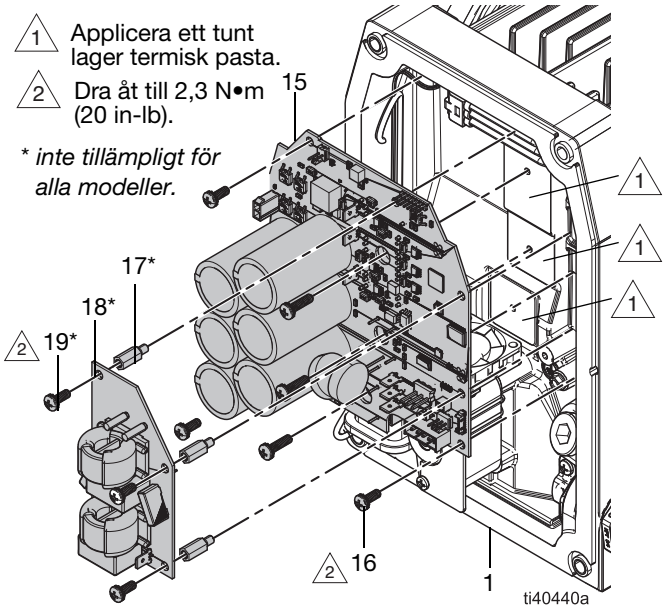

FIG. 11: Styrkort och filterkort
Se FIG. 11.
2. Om det behövs, applicera ett tunt lager termisk pasta där det anges i FIG. 11.
3. Håll ledningarna borta från statorhuset (1) och sätt in styrkortet (15) i statorhuset.
4. Håll styrkortet (15) på plats. Montera samtidigt styrkortets fästanordningar (16). Dra åt till moment 2,3 N•m (20 tum/pund).
5. Om tillämpligt, installera distanser (17), filterkort (18) och fästanordningar (19). Dra åt fästanordningarna (19) ordentligt.
6. Om tillämpligt, anslut filterkortets (18) bruna strömkabel till L1 och den blå kabeln till L2 på kontrollkortet. Se **Elektriska kopplingsscheman**, sidan 37.
7. Anslut alla kablar till styrkortet (15) och filterkortet (18, om tillämpligt). Se **Elektriska kopplingsscheman**, sidan 37.